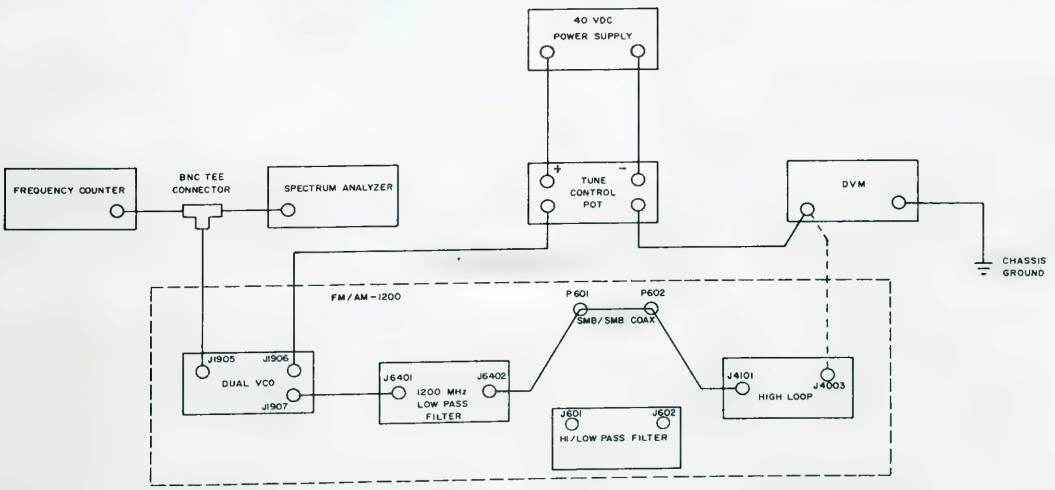

Figure 4-2 High Loop Calibration Set-up
4.	Connect Test Equipment as shown in Figure 4-2.
5.	Select RF 299.0000 on the FM/AM-1200 Keyboard (18).
13.	Using the Keyboard (18), select RF 450.0000 MHz. Verify DVM displays approximately +10 VDC.
14.	Using the Keyboard (18), slew the frequency upward in 10 MHz increments until the DVM reading switches from approximately +10 VDC to approximately -10 VDC. Verify switching occurs between 450 and 490 MHz as indicated on the Front Panel Display (37). Record the switching frequency. If switching occurs within this range, omit steps 15 through 17. If not, proceed as follows.